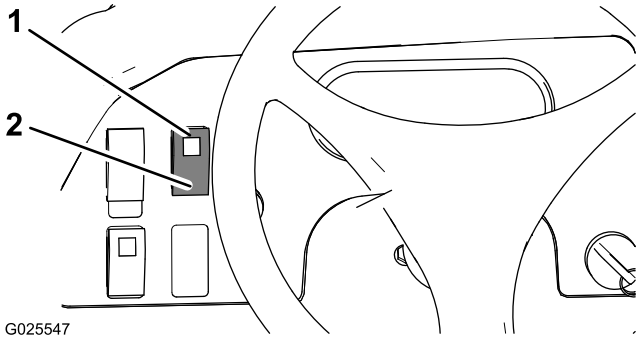

Figur 34
- Tryk differentialelåskontakten op for at låse differentialet (Figur 34).
- Tryk differentialelåskontakten opad for at låse differentialet op (Figur 34).